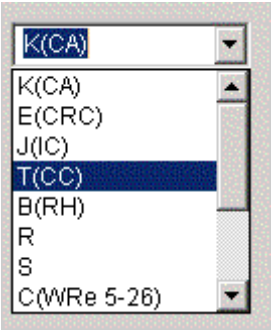

図 4-13. ドロップダウン画面（例5）
② ドロップダウンメニューからT(CC)を選択します。(図 4-13 ドロップダウン画面)
③ [Download]ボタンをクリックします。